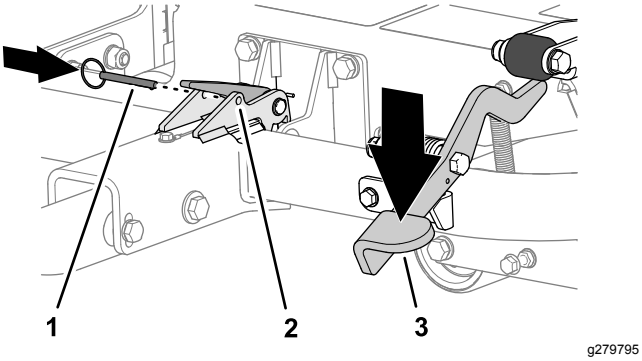

Figure 19
3. Appuyez sur la pédale d'attelage jusqu'à ce que l'attelage se verrouille en place (Figure 19).
4. Insérez la goupille de verrouillage dans les trous du verrou (Figure 19).